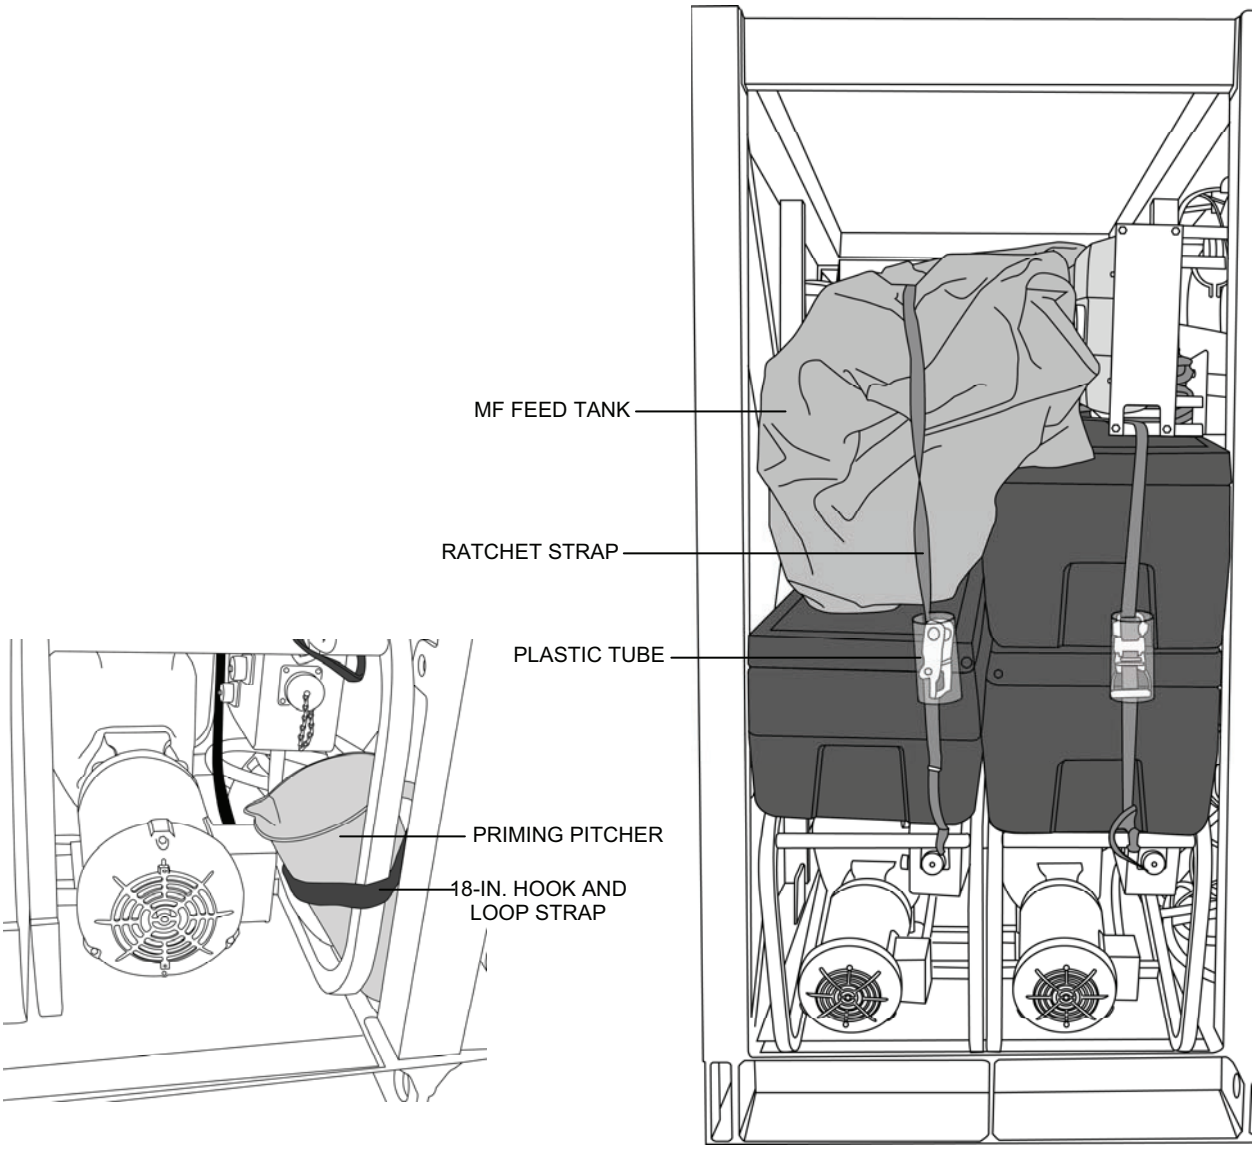

Figure 13. Operator Station Packout 8.
31. Retrieve the remaining ratchet strap from on top of the Operator Control Panel, route it over the MF feed tank, attach it to the motor-driven pump skid and tighten the strap (Figure 13).
33. Place the pump priming pitcher inside the right motor-driven pump skid and secure it with an 18-in. hook and loop strap (Figure 13).